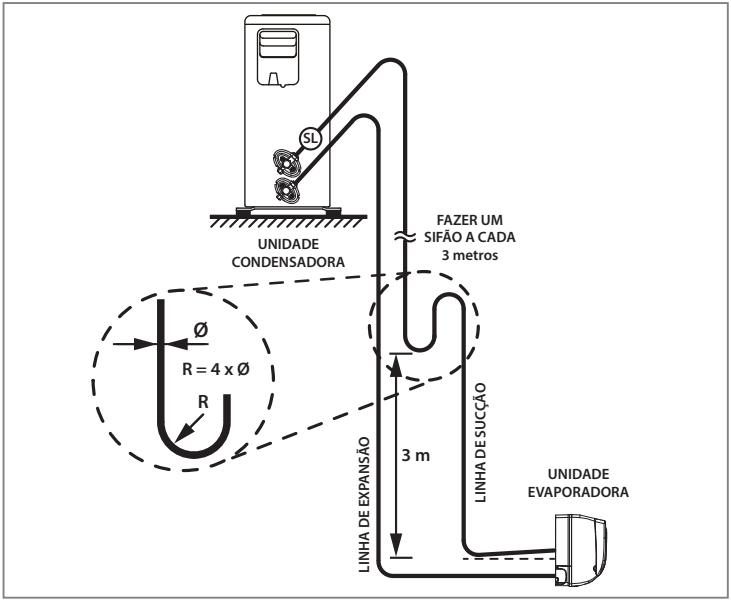

FIG. 12 - LINHAS DE INTERLIGAÇÃO
1. Quando a unidade condensadora estiver em um nível superior ao da unidade evaporadora, fazer sifões nas subidas da linha de sucção a cada 3,0 metros; considerando desde a saída da evaporadora (Fig. 12).
3. Inclinar as linhas horizontais de sucção no sentido do fluxo. (Fig. 12)